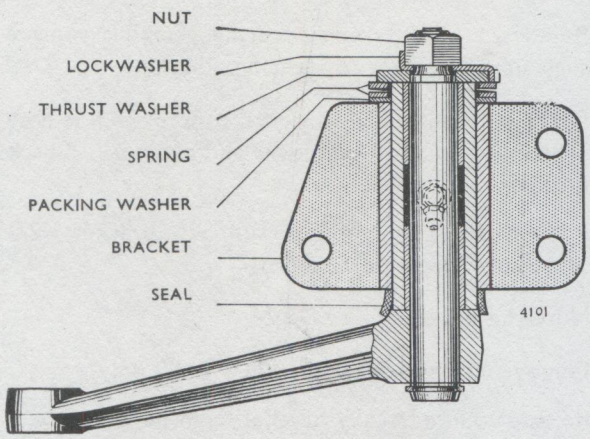

Fig. 5. *Idler lever details*
Description (Fig. 5)
2. Fit seal on to shaft immediately above lever and insert spindle into bracket (two holes in bracket nearest lever end). Locate seal as shown in Fig. 5.